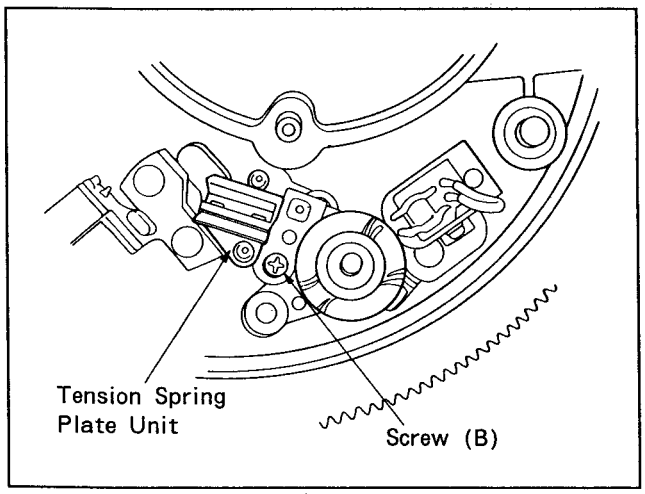

Fig. 6-15-2 Tension Spring Plate Unit
4. Unscrew the screw (B) and remove the Tension Spring Plate Unit as shown in figure 6-15-2.